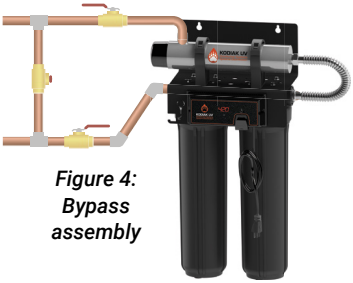

Figure 4: Bypass assembly
Step 2: The use of a by-pass assembly is recommended as it will allow you to isolate the UV chamber. This will allow for easier access in case maintenance is required (See Figure 4)